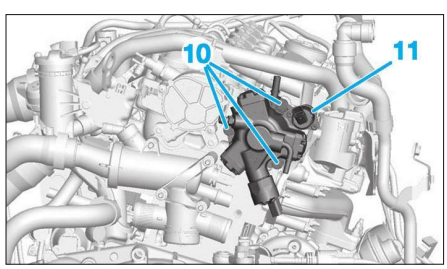

Fig. 33
- le tuyau d'arrivée carburant (7) de la pompe haute pression carburant,
- le tuyau de retour carburant (8) sur la pompe haute pression carburant,
- le tube d'injection haute pression carburant (9).
- les vis de fixation (10) **(Fig.33)**.